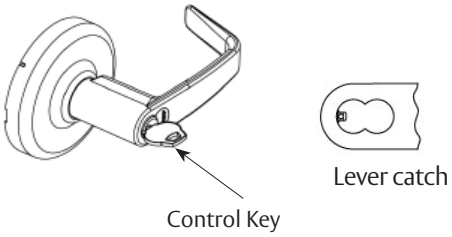

Figure 12
b. Interchangable Core LFIC or SFIC (Figure 12)